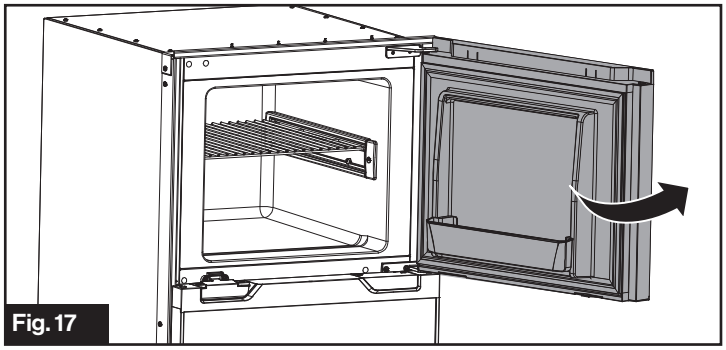

Fig. 17
1. Abra la puerta del compartimiento. (Fig. 17)